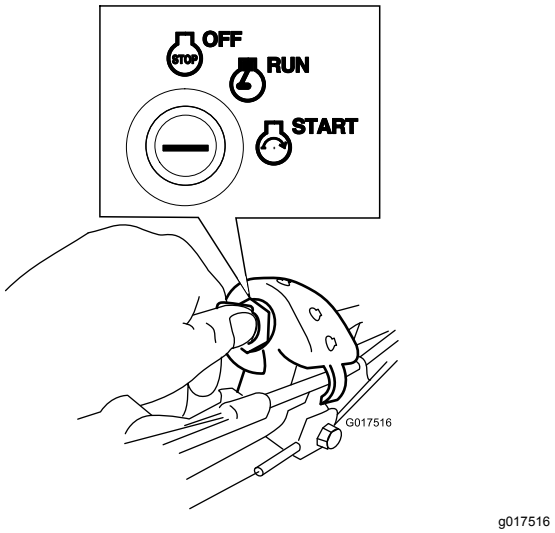

Figure 18
- **Clé de contact :** Tournez et maintenez la clé de contact en position de démarrage (Figure 18), puis relâchez-la lorsque le moteur démarre.
1. Tournez la clé de contact à la position CONTACT (Figure 18).